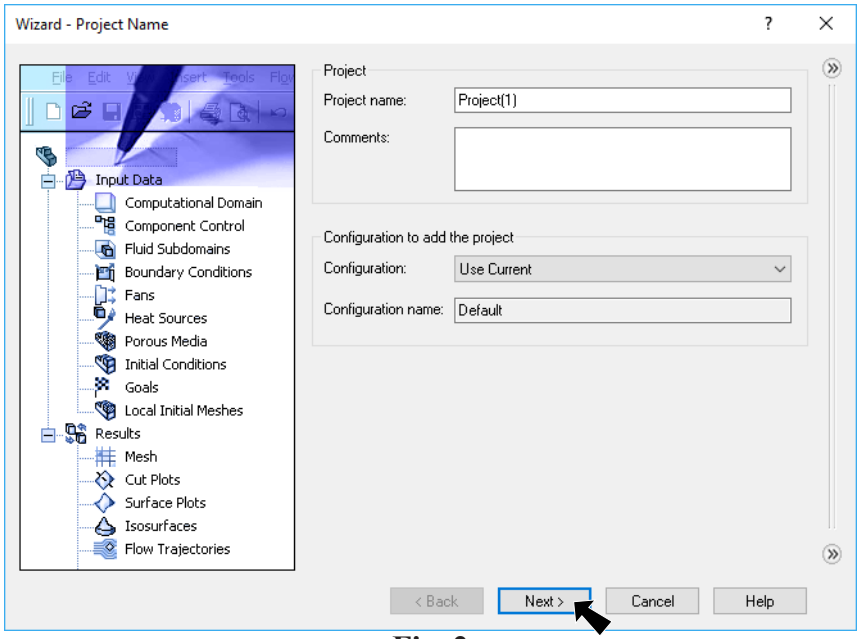

Fig. 2
Step 3. Use **Project(1)** for Project name, **Fig. 2**.